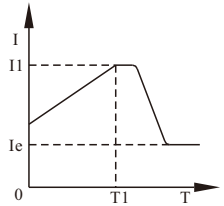

Figure 14
b) Figure 14 shows the output current waveform of the current ramp starting mode, where I1 is the current limit value set by F6, and T1 is the time value set by F1.